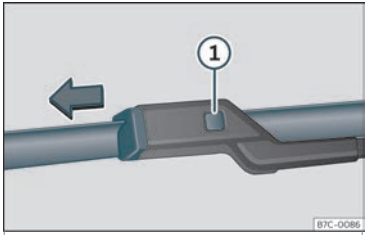

Fig. 37 Cambio das gomas do limpaparabrisas.
- Manteña premida a tecla de desbloqueo ››› **fig. 37** ① puxando levemente da goma no sentido da frecha.